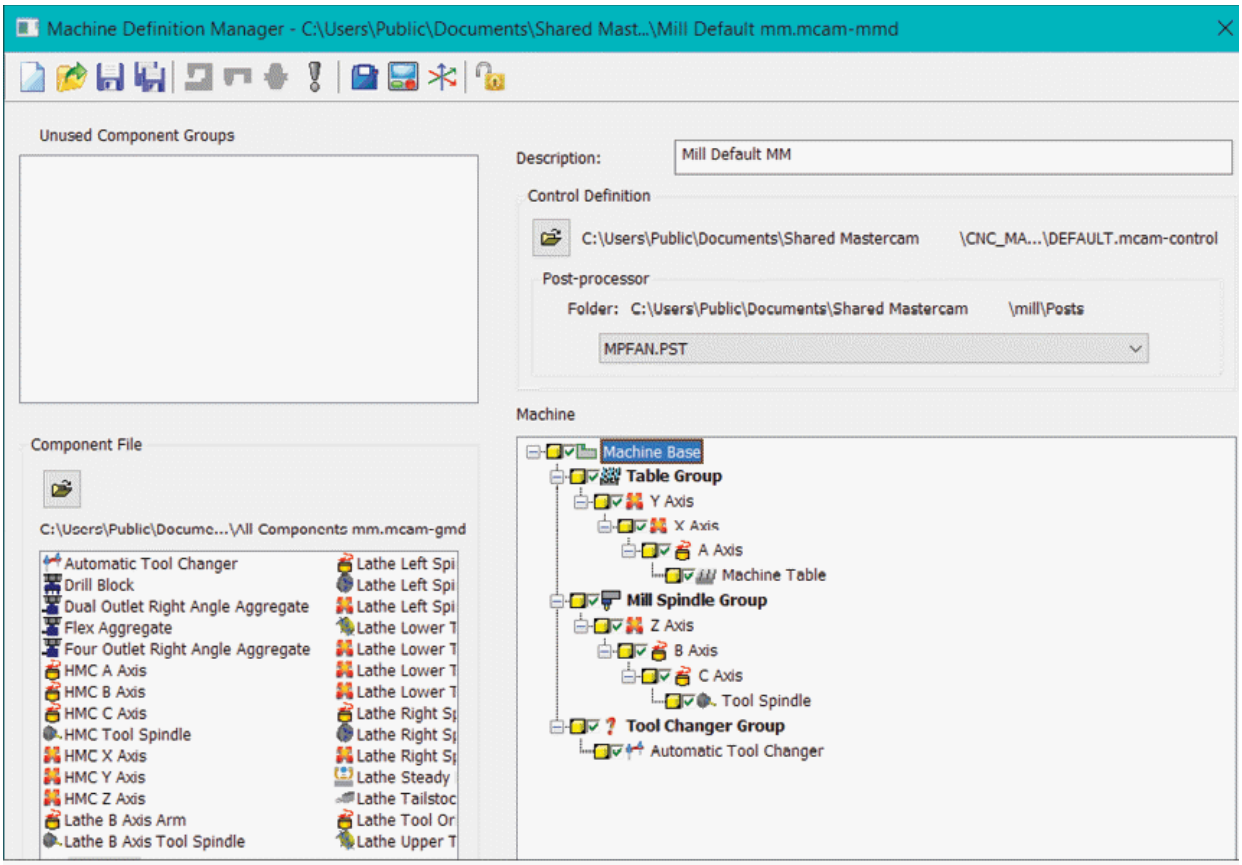

Figure-8. Machine Definition Manager
- Click on the **OK** button to accept that we are changing the machine definition. The **Machine Definition Manager** will be displayed; refer to Figure-8.